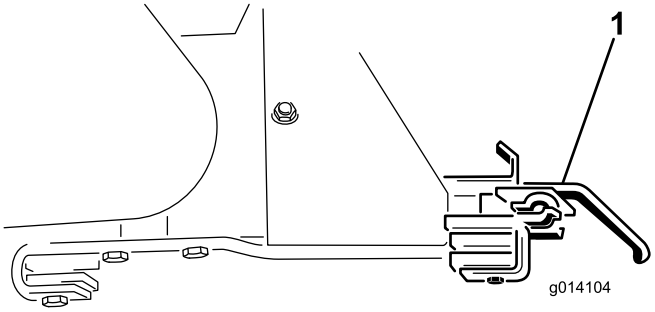

**Rysunek 47**
18. Usuń dwa wsporniki mocujące osprzęt (Rysunek 47).